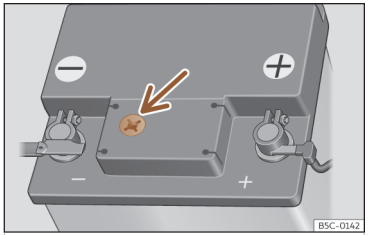

Abb. 232 Sichtfenster an der Oberseite der 12-Volt-Fahrzeugbatterie (Prinzipdarstellung).
- Prüfen Sie die Farbanzeige im runden Sichtfenster an der Oberseite der Batterie ››› **(Abb. 232)**.